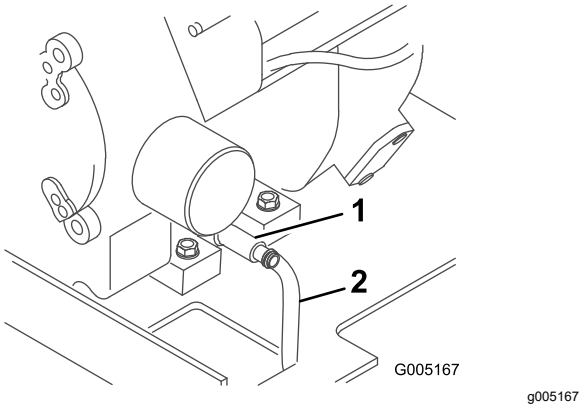

Figuur 25
4. Plaats een uiteinde van de slang op de aftapklep en het andere uiteinde in een opvangbak (Figuur 25).
5. Open de aftapklep door ze linksom te draaien, trek ze uit wanneer u ze draait (Figuur 25).